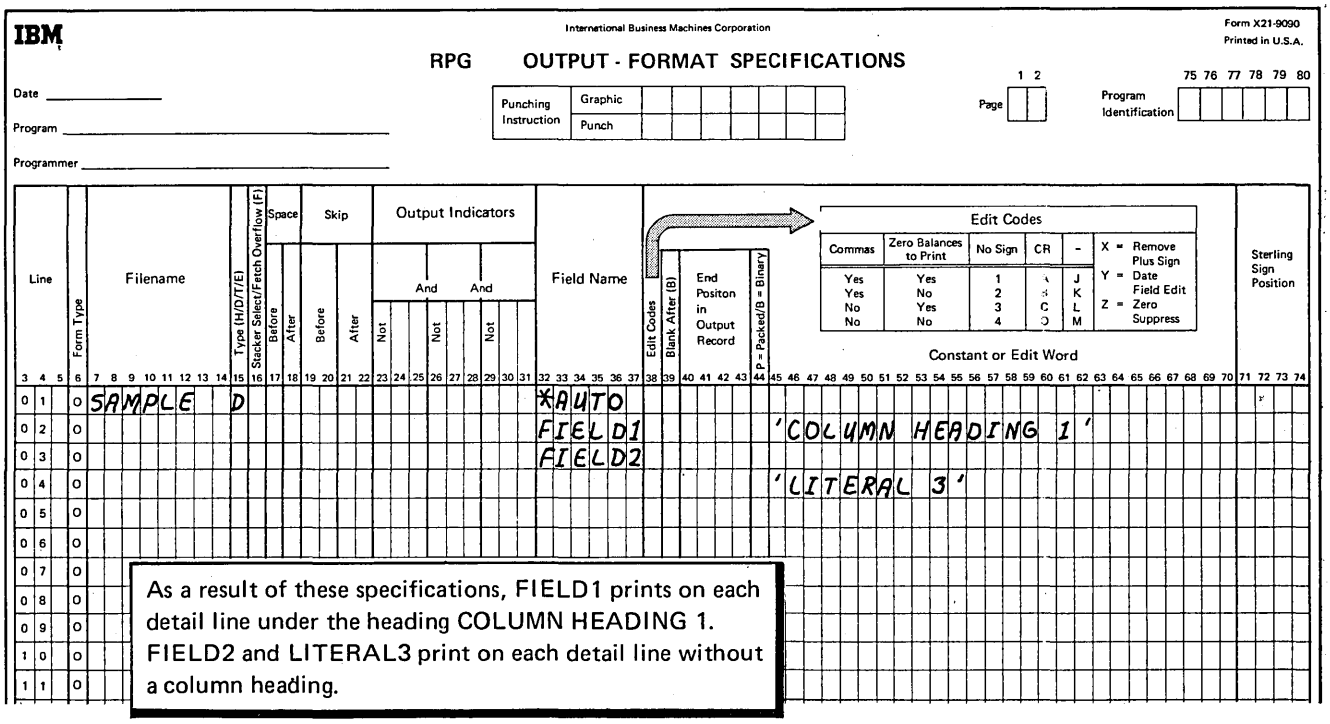

Figure 11. Auto Report Field Description Specifications (Blank in Position 39).
- A field with a literal to be used as a column heading (Figure 11)